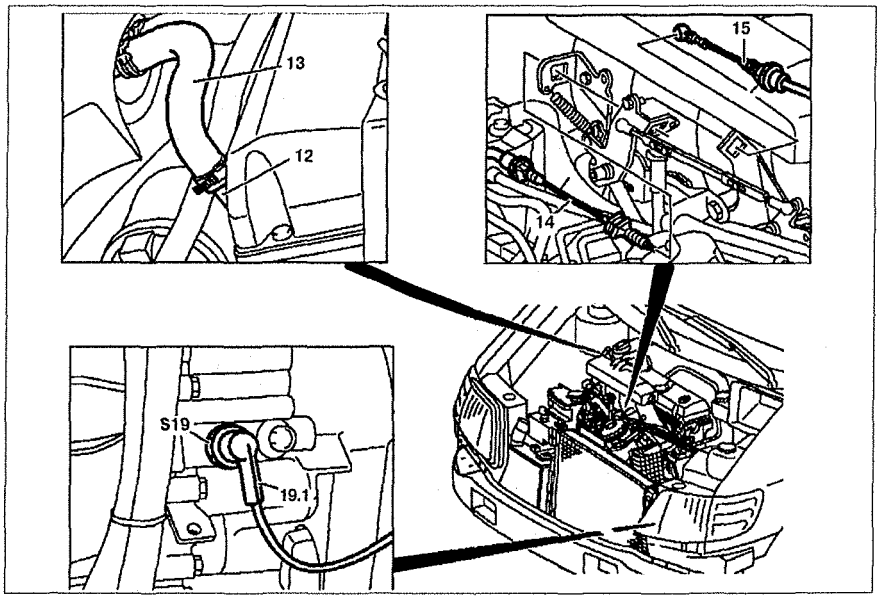

Рис. 4.2. Снятие двигателя:
10. Отсоедините патрубок системы охлаждения **13** от переходника **12** (см.рис.4.2). Проверьте патрубок **13** и хомут его крепления, при необходимости, замените их.